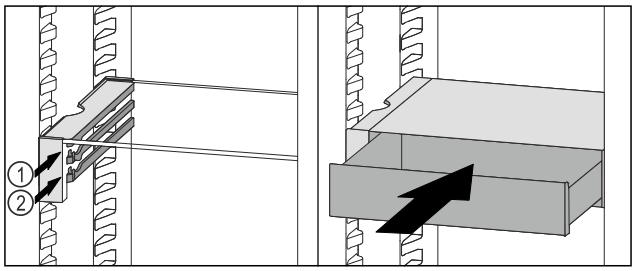

Fig. 131
- ▶ Place the VarioSafe drawer behind the stoppers on desired rib *Fig. 131 (1)* or *Fig. 131 (2)*.